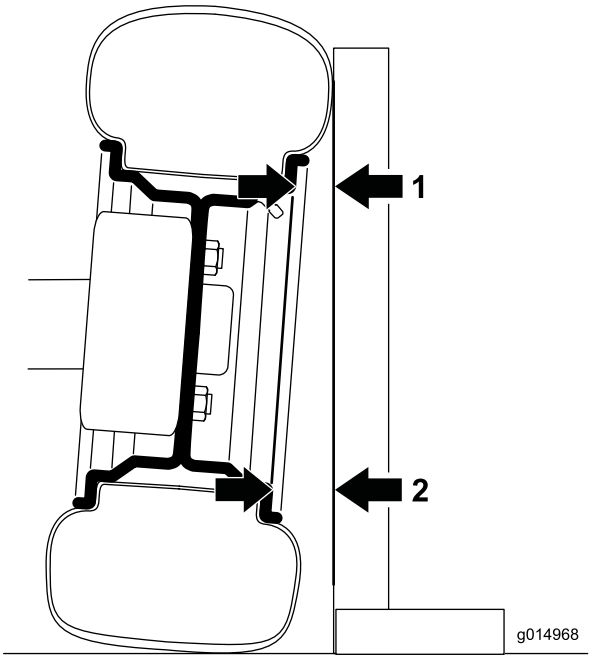

Figura 41
1. Per controllare l'inclinazione posizionate una squadra a 90 gradi sul terreno con il lato verticale a contatto con la parte anteriore dello pneumatico (Figura 41).
2. Misurate dalla stessa parte del bordo sulla parte superiore e inferiore del pneumatico fino alla squadra (Figura 41).